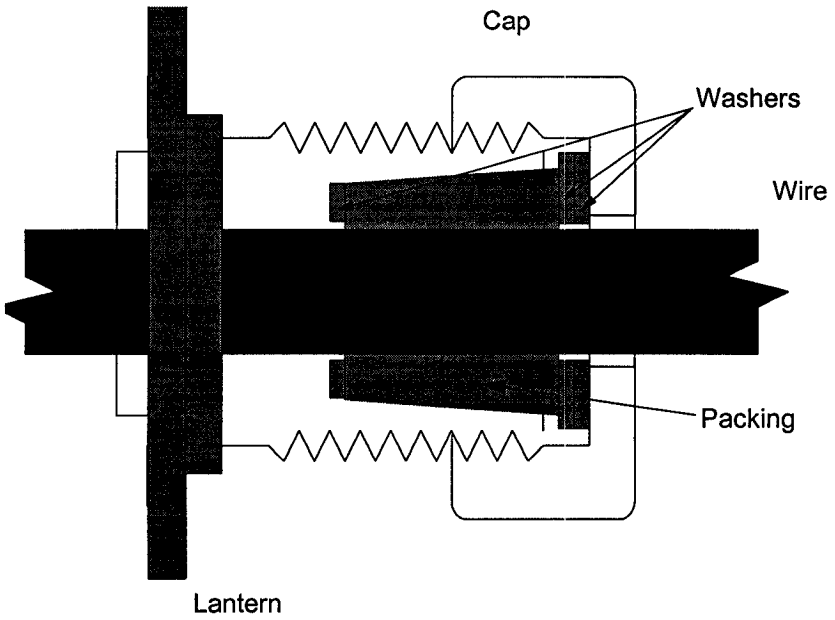

Figure 1-1
2. To prevent twisting of the packing, assemble stuffing tubes as shown in Figure 1-1.